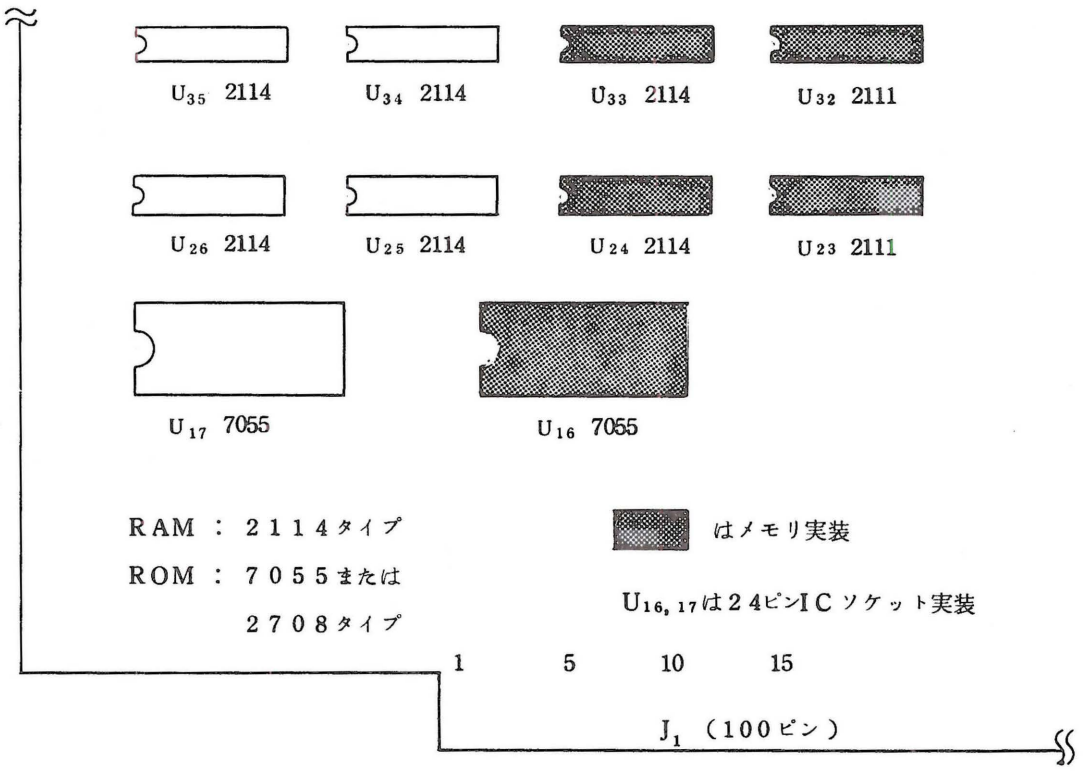

図2.10 メモリの増設
(1) ROMを増設するときは、図2.10 に示す部品番号 U_{17} の位置に取り付けます。
(2) RAMを増設するときは、1Kバイト単位に図2.10 に示す部品番号の位置に次のように取り付けます。